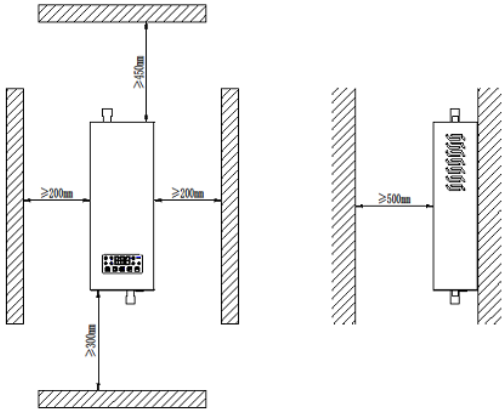

Рис. 8. Минимальные расстояния от электрического котла до поверхностей.
7.4.1. Размещение прибора на стене (Рис.8)
Прибор должен быть установлен в вертикальном положении без наклона. В соответствие с Рис. 8 просверлите установочные отверстия на стене, вставьте пластиковые дюбели в нижние установочные отверстия и закрутите саморезы.